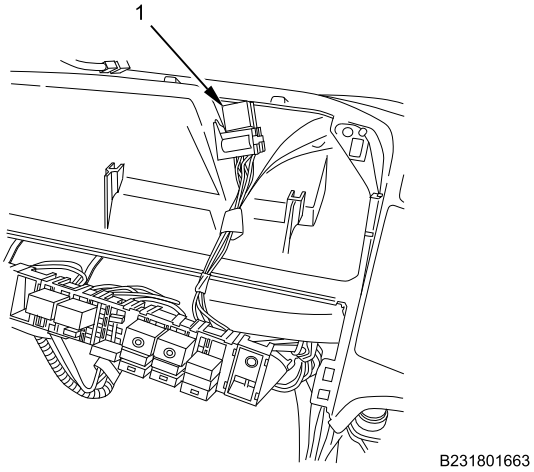

Figure 28. A/C Condenser Fan Relays.
22. Install A/C condenser fan relay assembly (Figure 28, Item 1) on IP.